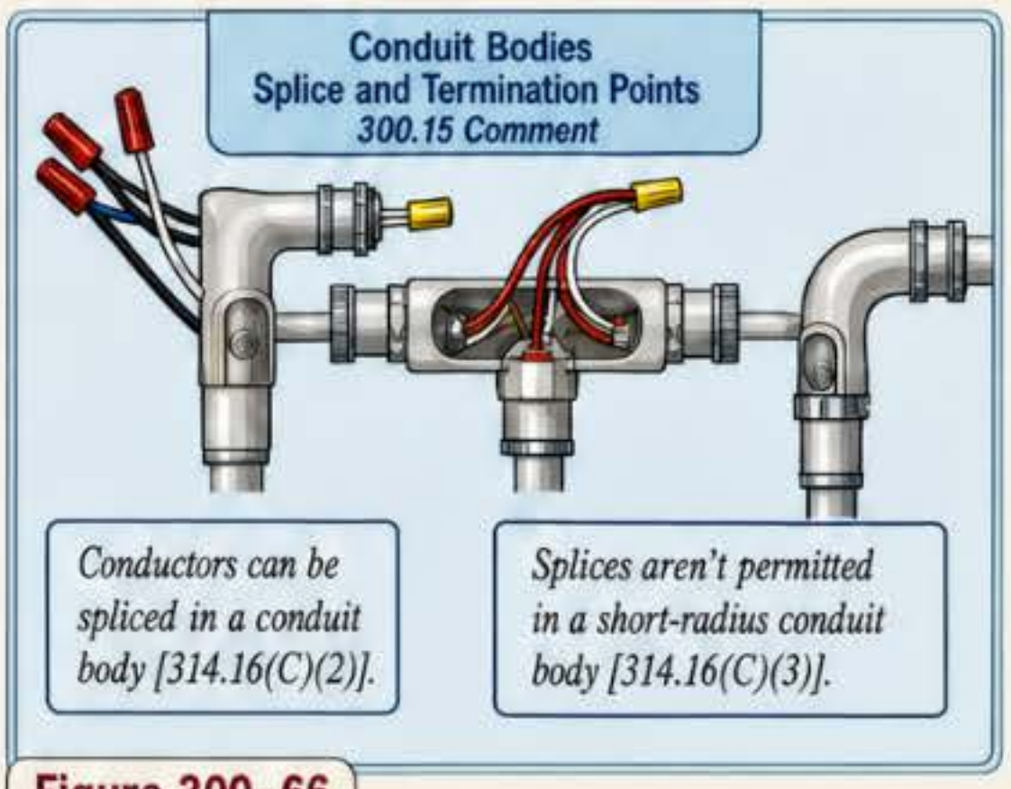

Figure 300–66
Fittings and connectors can only be used with the specific wiring methods for which they are designed and listed. ▸ Figure 300–67
▶ Figure 300–67